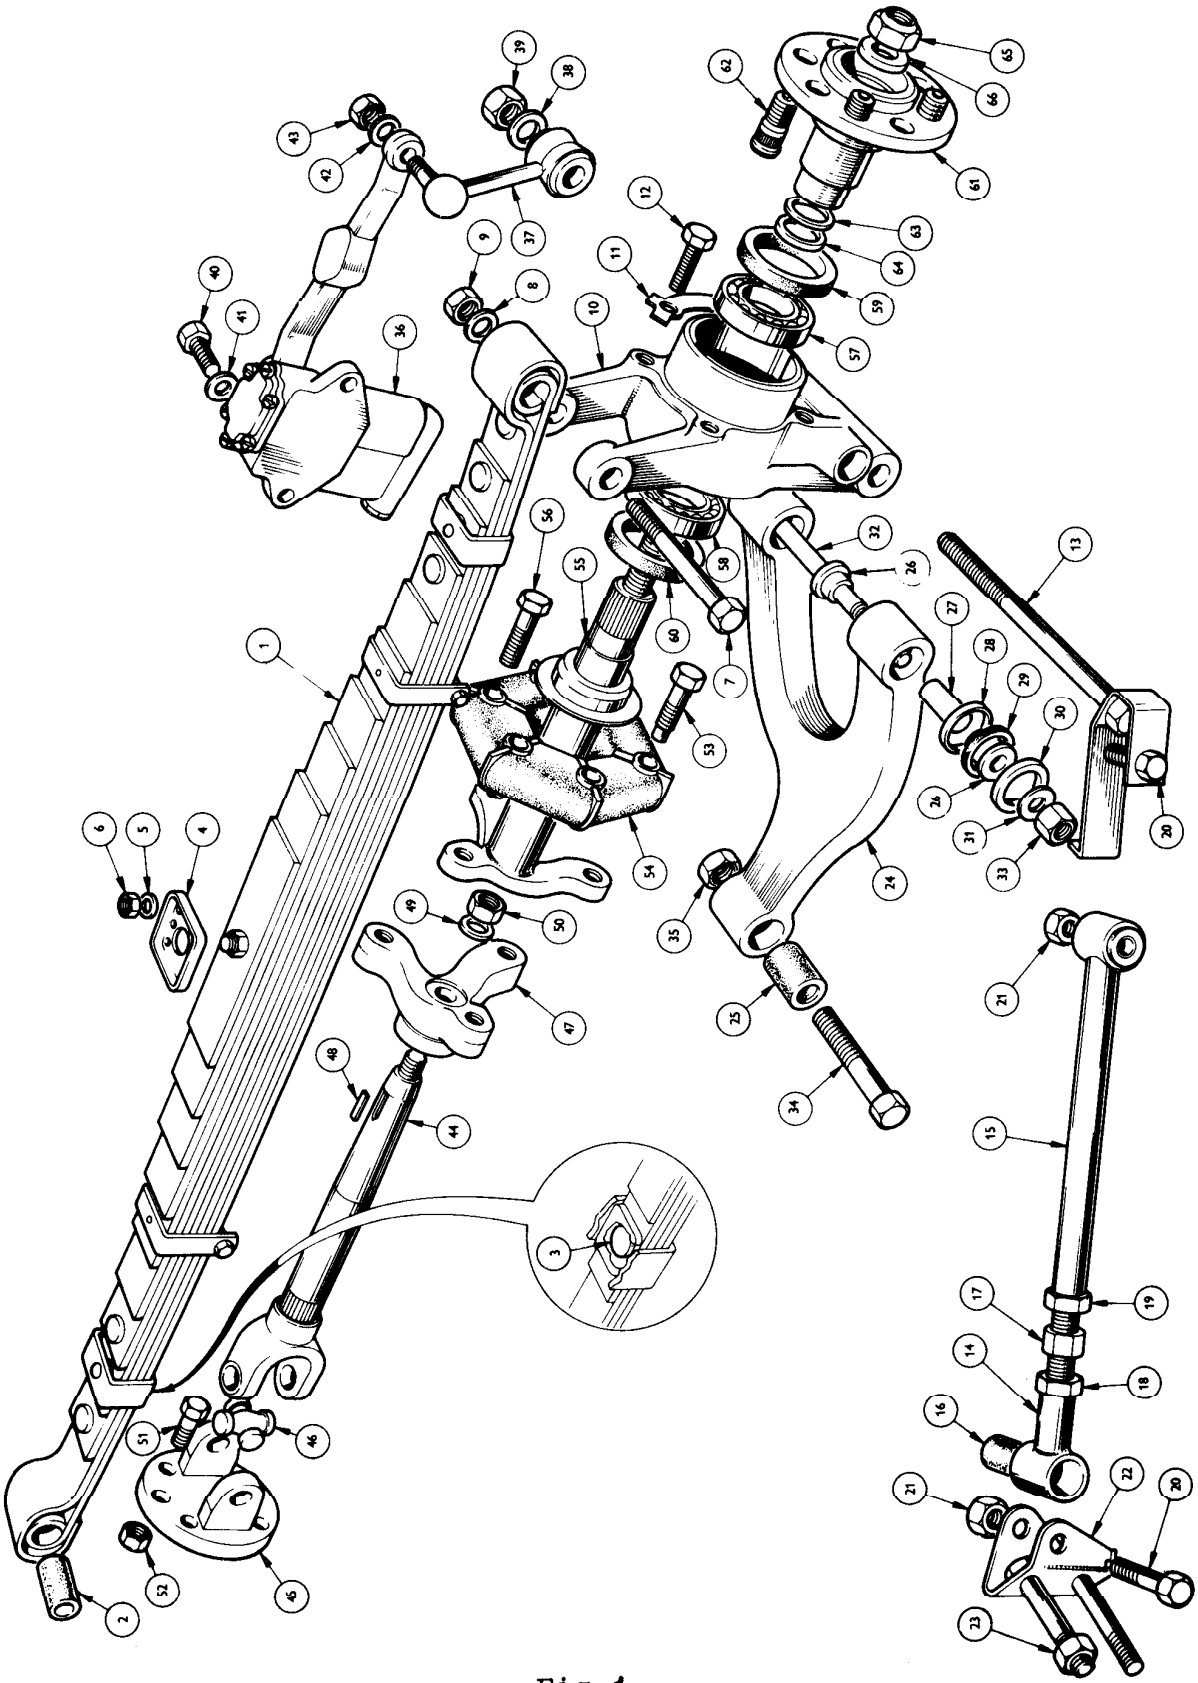
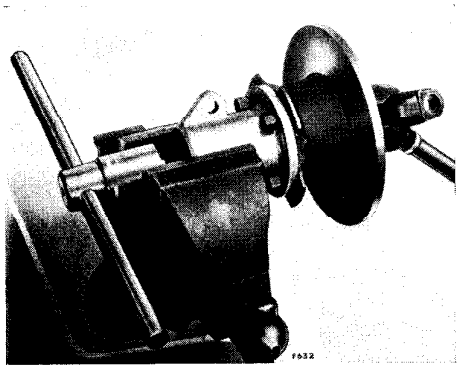

Fig. 1
Fig. 22.
A re-designed rear suspension assembly is fitted to the GT 6+. This suspension, shown on Fig. 1 differs from the previous arrangement in the following respects:-
The axle centre is identical to and interchangeable with those of the earlier models. An arrangement of new components comprising the final drive is shown on Fig. 1. None of these items are interchangeable with drive shafts and hub components of earlier vehicles.
6. Referring to Fig. 1, remove the bolt (20) and swing the radius arm (15) clear.
8. Remove the bolt (34) securing the lower wishbone to the chassis and take out the bolt (7) to release the rear road spring eye.
10. Fit the compression clamp (tool S328) to the rotoflex rubber coupling (54) and detach the coupling from both drive shafts by removing six bolts (56) (53).
11. Remove brake drum, hub nut (65) and washer (66). Using hub removal tool S109B with thread protector S109C3, push the outer drive shaft from the hub assembly as shown in Fig. 22, taking care not to lose the shims (64), and space collar (63) fitted to the neck of the outer drive shaft.
1. Press out shaft as shown in figure 22 and referred to in No. 11 above.